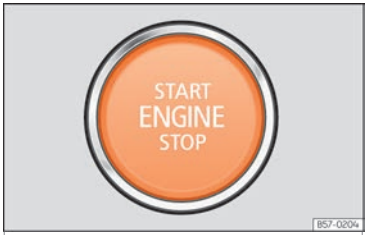

Abb. 161 Im unteren Teil der Mittelkonsole: Starterknopf.
- Drücken Sie den Starterknopf ››› Abb. 161 bis die Kontrollleuchte **READY** im Kombi-Instrument leuchtet. Geben Sie dabei kein Gas. Lassen Sie den Starterknopf los, wenn die Kontrollleuchte **READY** im Kombi-Instrument leuchtet. Die Zeigerstellung in der Fahrleistungsanzeige wechselt von **OFF** auf **0**.
- Starterknopf drücken ››› Abb. 161 ohne Gas zu geben. Für den Motorstart muss sich ein gültiger Fahrzeugschlüssel im Fahrzeug befinden. Nach dem Anlassen des Motors leuchtet der Taster START ENGINE STOP dauerhaft und zeigt so an, dass der Motor angelassen ist.
- Starterknopf kurz drücken ››› Abb. 161.